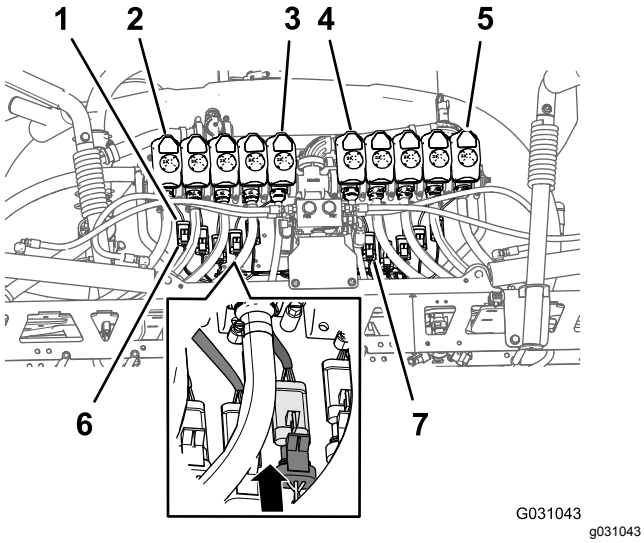

Figur 133
1. Dra kontakterna med tre uttag på den 203 cm långa kablagedelen som är märkta **Nozzle Valve 1** (munstycksventil 1) till **Nozzle Valve 5** (munstycksventil 5) bakom fästet för de tio ventilerna och under munstycksventil 1–5 (Figur 133).
2. Dra kontakterna med tre uttag på den 203 cm långa kablagedelen som är märkta **Nozzle Valve 6** (munstycksventil 6) till **Nozzle Valve 10** (munstycksventil 10) bakom fästet för de tio ventilerna och under munstycksventil 6–10 (Figur 133).
3. Anslut kontakten med tre uttag på det bakre kablaget märkt **Nozzle 1** (munstycksventil 1) till kontakten med tre stift på kablaget för munstycksventil 1 (Figur 133).
4. Upprepa steg 3 för munstycksventilsläge 2 till 10 (Figur 133).